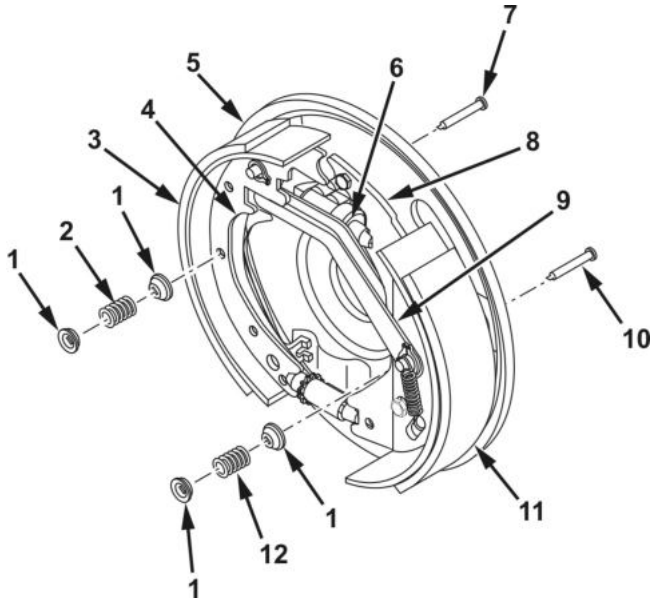

Figure 11. Brakeshoe Retainer Installation.
11. Install pin (Figure 11, Item 7), retainers (Figure 11, Item 1), and spring (Figure 11, Item 2) securing rear brakeshoe (Figure 11, Item 3) to backing plate (Figure 11, Item 5).
12. Install pin (Figure 11, Item 10), retainers (Figure 11, Item 1), and spring (Figure 11, Item 12) securing front brakeshoe (Figure 11, Item 11) to backing plate (Figure 11, Item 5).
13. Install wheel cylinder rod (Figure 11, Item 6) into backing shoe lever (Figure 11, Item 8).
14. Install parking shoe lever (Figure 11, Item 9) into parking brake link (Figure 11, Item 4).